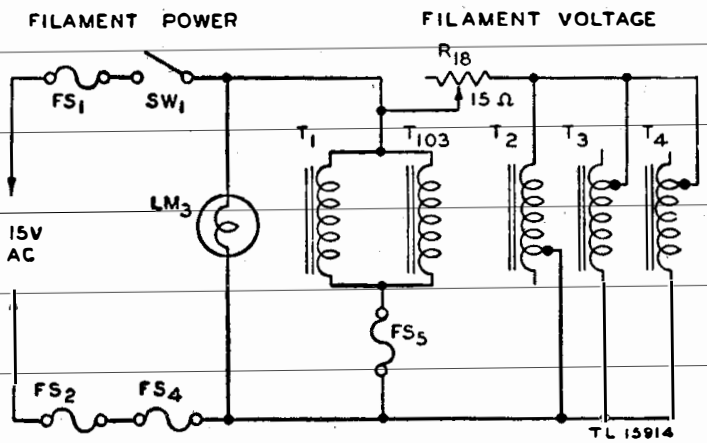

Figure 66. FILAMENT POWER switch—functional diagram.
a. Filament Power Switch SW_1 (fig. 66). FILAMENT POWER switch SW_1 is located on the front panel of the transmitter. When set to ON, it applies a-c power to the primary windings of transformers T_1, T_2, T_3, T_4, and T_{103}. Transformer T_{103} is the speech-amplifier power-supply transformer. It also applies a-c voltage to lamp LM_3 which lights the green jewel above the switch.
e. FIL. VOLTAGE METER M_3 (fig. 66). Filament voltage meter M_3 is a 0- to 10-volt a-c voltmeter located on the front panel of the transmitter. It indicates the filament voltage to p-a tube V_{16}. The meter is connected directly across the filament winding of transformer T_4 which supplies filament current to p-a tube V_{16}. Since the primary windings of transformers T_2, T_3, and T_4 are connected in parallel and receive a-c primary current through the common variable resistor R_{18}, it necessarily follows that when resistor R_{18} is adjusted so that meter M_3 indicates the correct voltage across the filament winding of transformer T_4, the filament voltages supplied by transformers T_2 and T_3 will also be nearly correct.